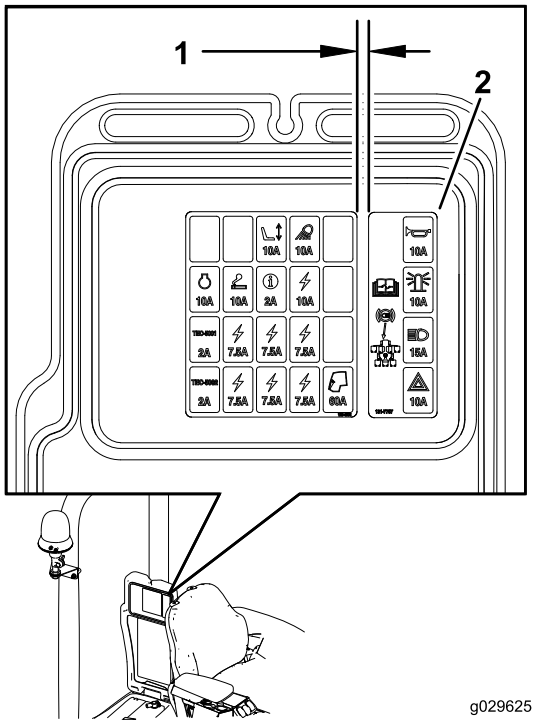

Bild 42
2. Bringen Sie den Sicherungskastenaufkleber auf der Staufachabdeckung an (Bild 42).